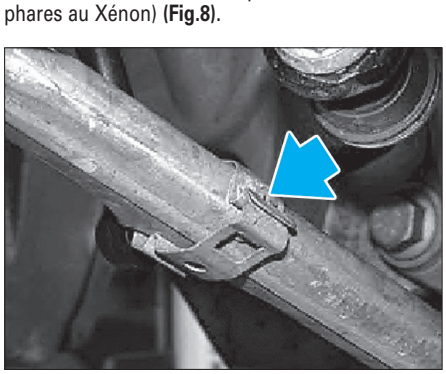

Fig. 8
• Dégager la tige articulé du capteur d'assiette au niveau du bras transversal (pour les versions avec phares au Xénon) **(Fig.8)**.